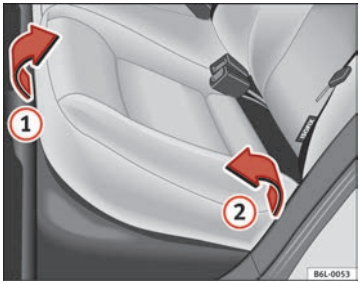
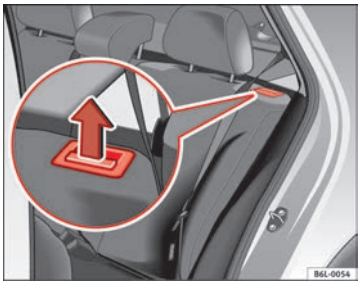

Fig. 73 Folding up the rear seat cushion
Fig. 74 Button for unlocking the rear backrest
– Pull the front edge of the seat cushion ⇒ fig. 73 (1) upwards in the direction of the arrow.
– Lift the cushion (2) forwards in the direction of the arrow.
– Pull the release button ⇒ fig. 74 in the direction of the arrow and fold the backrest forwards